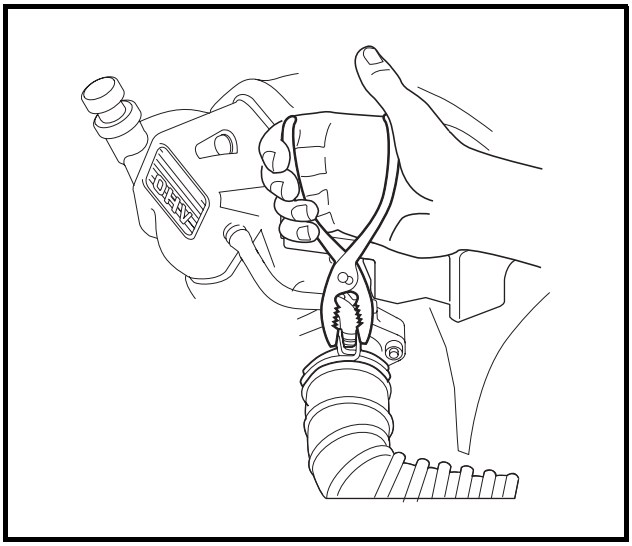

Figure 16-10 Air Intake Hose
4.2. Disconnect the air intake hose from the carburetor **(Figure 16-10, Page 16-8)**.